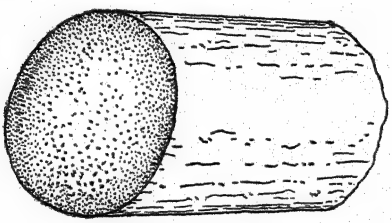

FIG. 11.—Cross-section of endogenous tree trunk.
Classes of Trees.—Trees in general may be classified in three different ways: (1) endogens and exogens, (2) deciduous and evergreen, (3) softwoods and hardwoods. They are also known by the botanical names of "angiosperms" (deciduous trees) and "gymnosperms" (evergreens). Endogenous trees, or inward growers, are found principally in the tropics, palm trees being representative of this type. Their wood does not have a ring structure like that of exogenous trees but grows in a sort of fibrous, uniform mass (Fig. 11). It has little practical value for construction, except in fishing rods, canes, and a few other minor fancy articles. Exogenous trees, or outward growers, grow a new layer or ring of wood, called the "annual ring," each year (Fig. 13). A new layer of inner bark